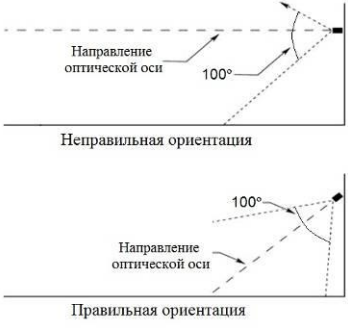

Рисунок 4 − Установка извещателя по отношению к горизонту
- Извещатель должен быть нацелен на объект по нисходящей под углом к горизонту, по крайней мере, 10 - 20 градусов (см. рис. 4). Такая установка предотвращает скопление влаги на оптической части извещателя.